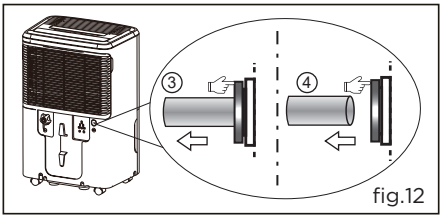

fig.12
b. Keep pressing the grey ring while pulling out the plug. (fig.12);